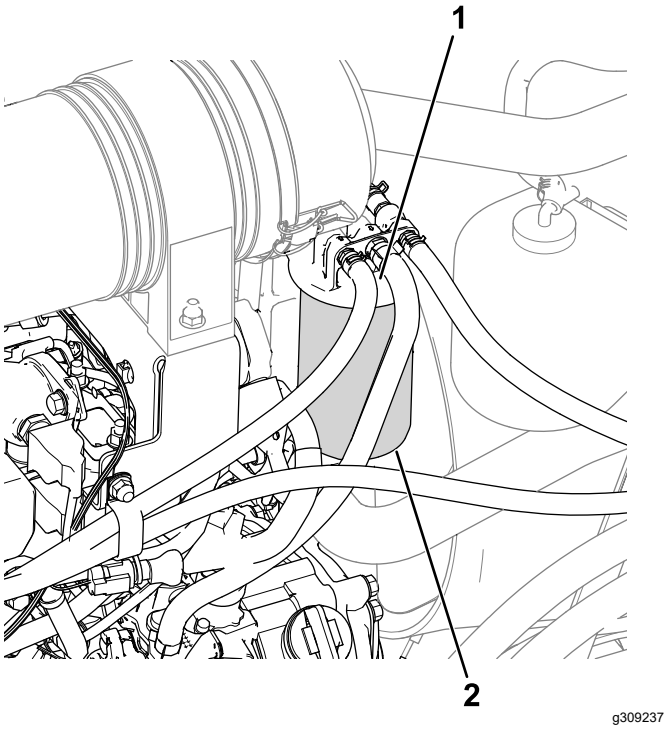

**Figura 56**
1. Pulite le superfici circostanti la testa del filtro del carburante (Figura 56).
2. Togliete il filtro e pulite la superficie di montaggio della testa del filtro (Figura 56).